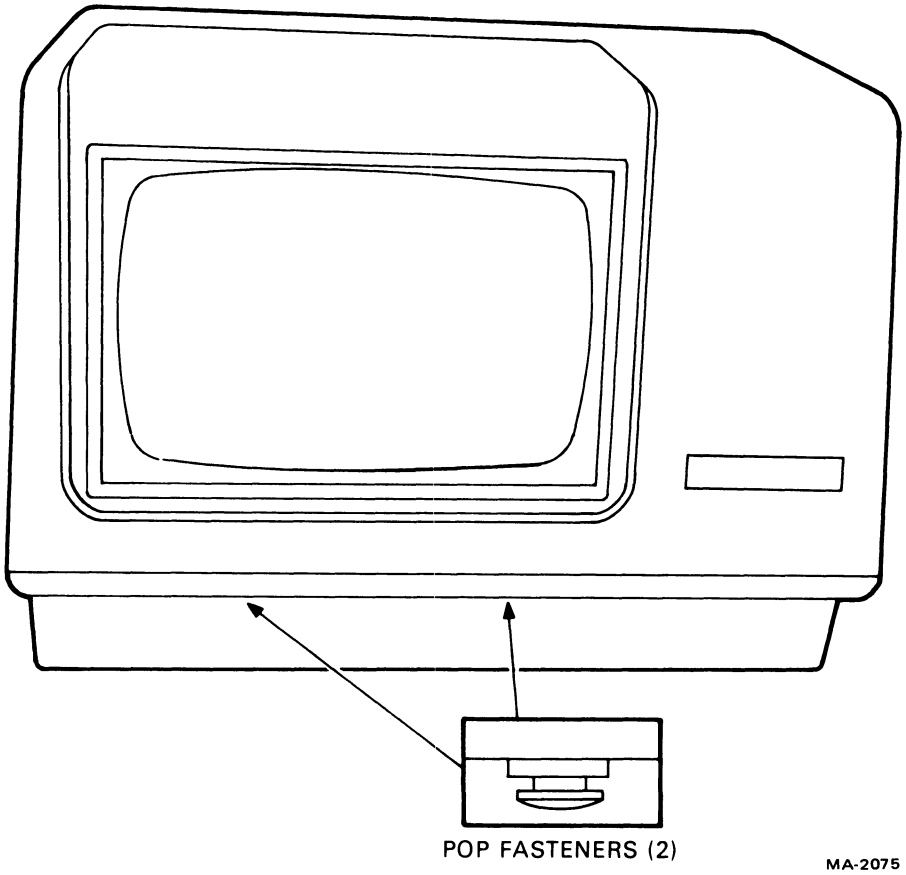

Figure 5-11a Top Cover Removal (Front View)
2. Use a small blade-type screwdriver to release the two front pop fasteners located under the front lip (Figure 5-11a).